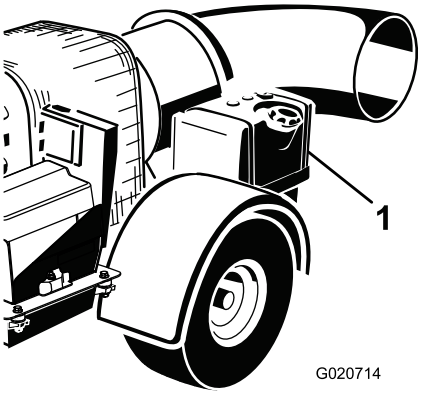

Figur 12
2. Rengør området omkring brændstoftankens dæksel, og fjern dækslet (Figur 12).